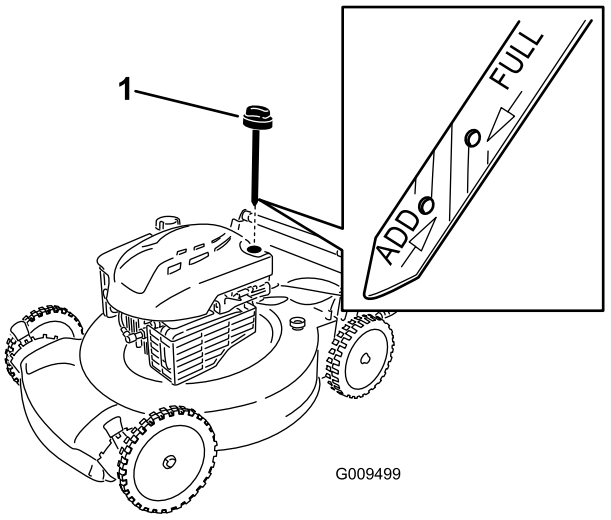

Figuur 26
6. Neem de peilstok uit de vulbuis (Figuur 26).